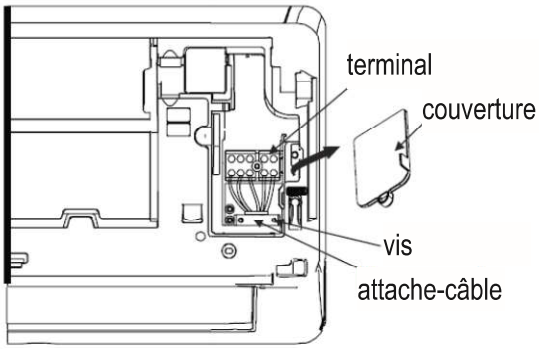

fig. 15 -
1. Ouvrez le panneau avant de l'appareil ("fig. 15 -")